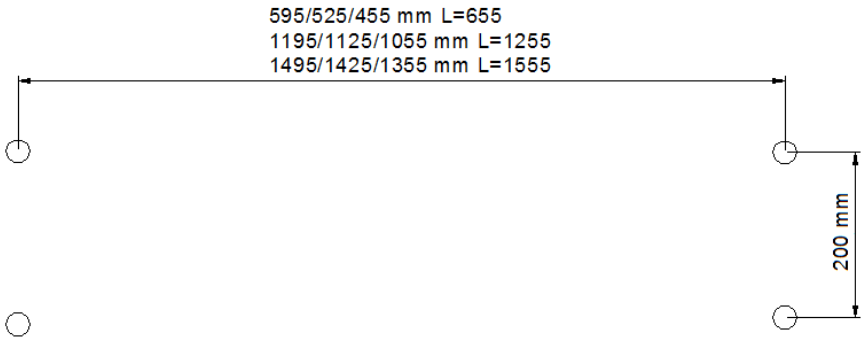

Fig. 6
*1. Make 4 holes for a plug suitable for the ceiling according to the indications shown in Figure 6 according to the length of the ceiling light L 700mm, L 1300mm or L 1600mm.*